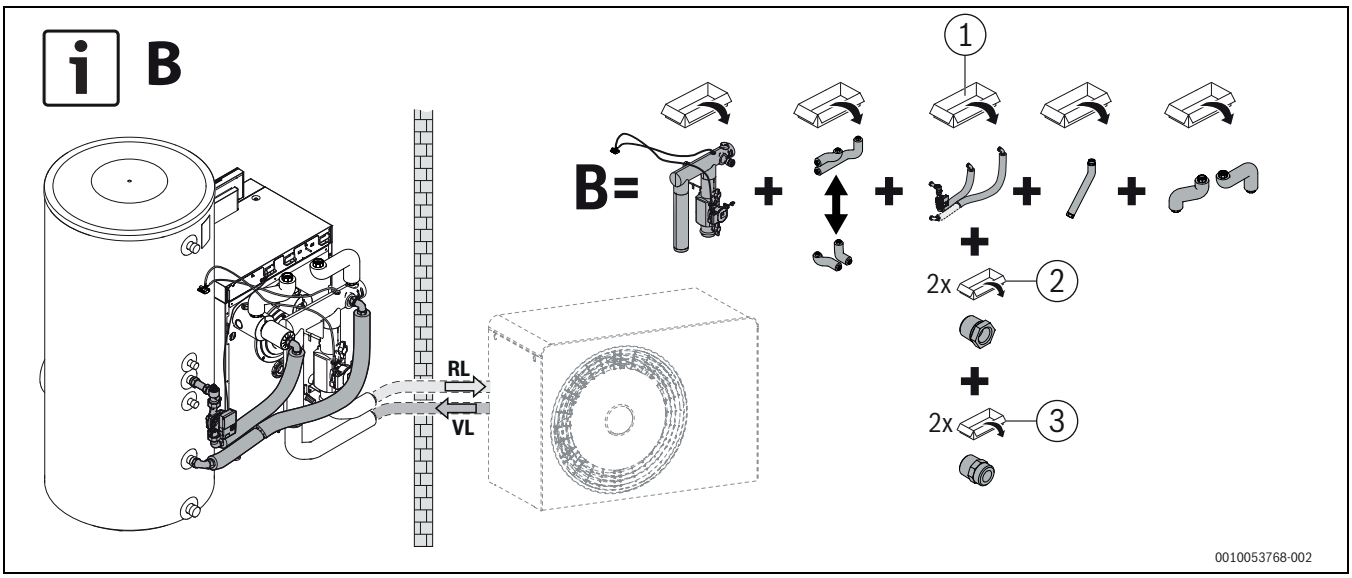
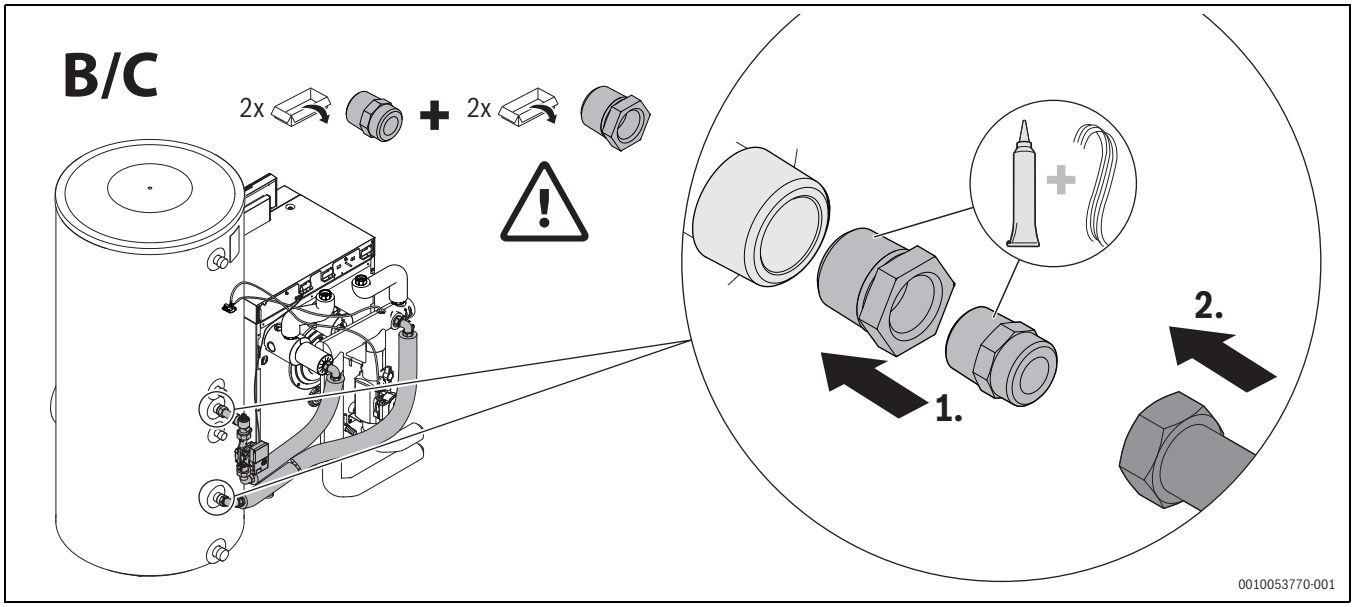

Fig. 13 Collegamento di un bollitore verticale a destra, variante B, illustrazione riferita a titolo di esempio a una caldaia da 15 kW
Fig. 15 Installazione del collegamento di un bollitore verticale, variante B e C
- Installare il gruppo tubazioni come indicato per la variante prevista (→Fig. 13 – Fig. 15) (→osservare le istruzioni di installazione separate del set di collegamento bollitore); **varianti B, C**.